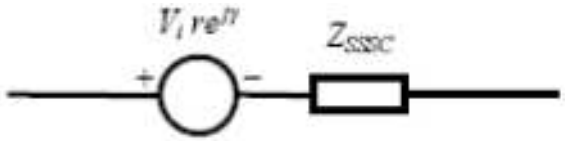

Fig. 2. Equivalent circuit of SSSC
- La Fig. 2 muestra el modelo del **SSSC** el cual consiste en una fuente de tensión serie conectada en serie con una impedancia. Esta impedancia representa la impedancia de acoplamiento del transformador .